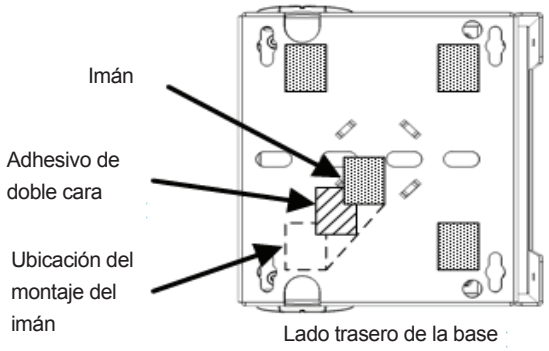

Figura 3
3) Coloque los ensambles de los imanes en las ubicaciones mostradas en la Figura 3